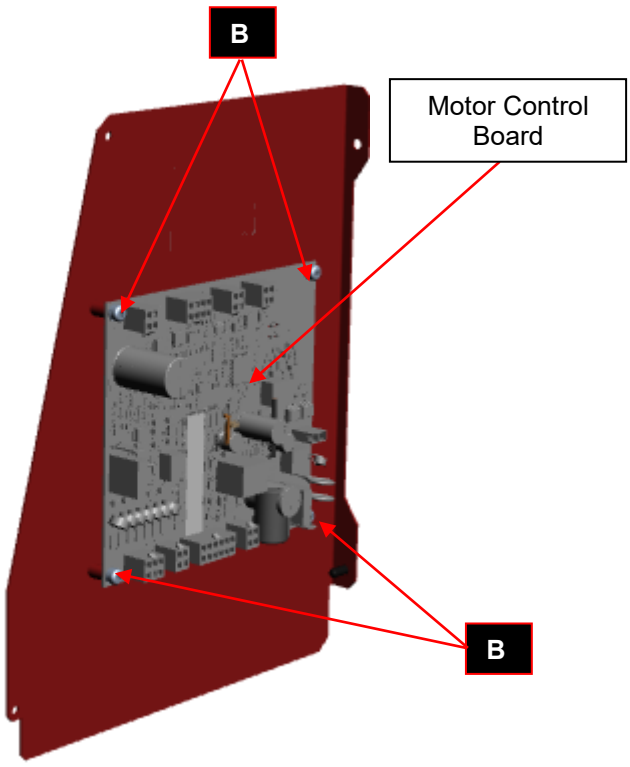

Figure 2 – Motor Control boards location
4. Slide back, carefully, the left side panel. Locate the motor control board. **See Figure 2**